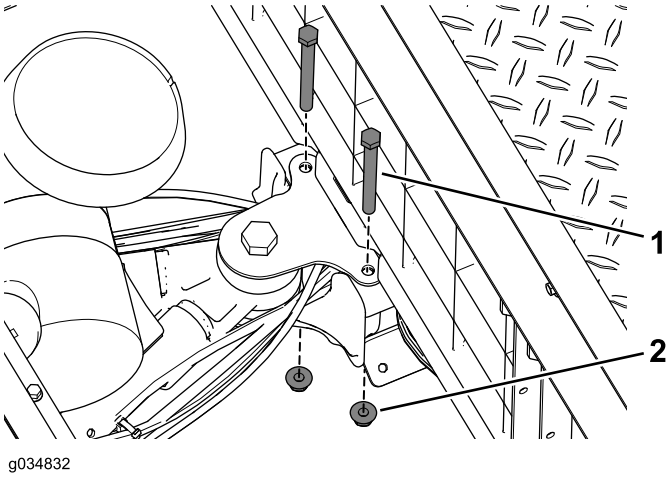

Figur 19
6. Fjern boltene og flangemøtrikkerne, der fastgør svingarmsbeslaget til midterkanalen (Figur 19).